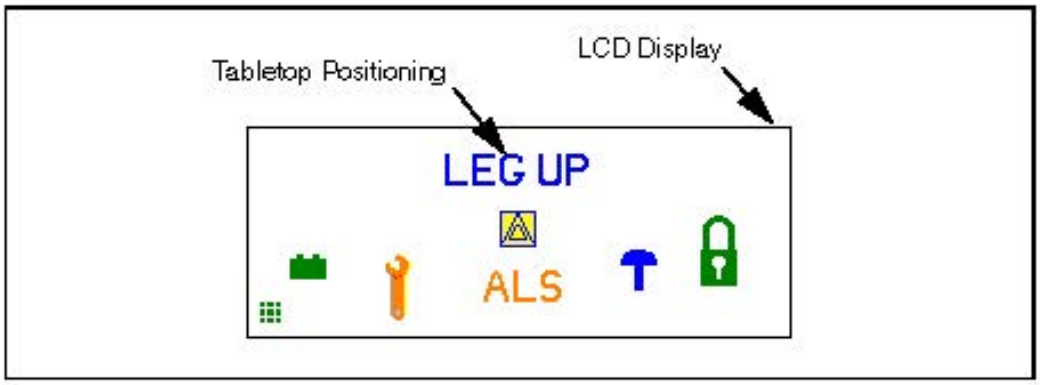

Figure 4-12. Hand Control LCD Screen
1. Position tabletop seat section to horizontal by pressing LEG UP button on hand control (should see *Figure 4-12* on hand control), refer to Primary Hand Control or Universal Hand Control Section (operator manual) if needed.